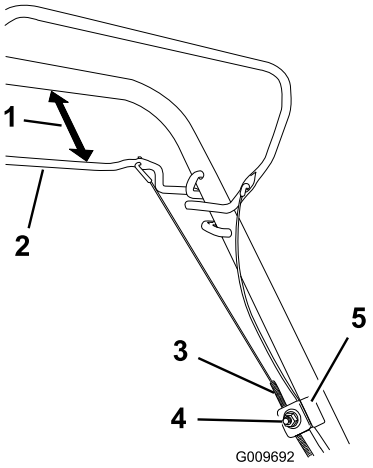

Bild 38
1. Lösen Sie die Kabelstützenmutter (Bild 38).
2. Halten Sie den Selbstantriebsbügel 25 bis 38 mm vom Bügel entfernt (Bild 38).
3. Ziehen Sie den Kabelmantel (zum Rasenmäher), bis das Kabel stramm ist (Bild 38).